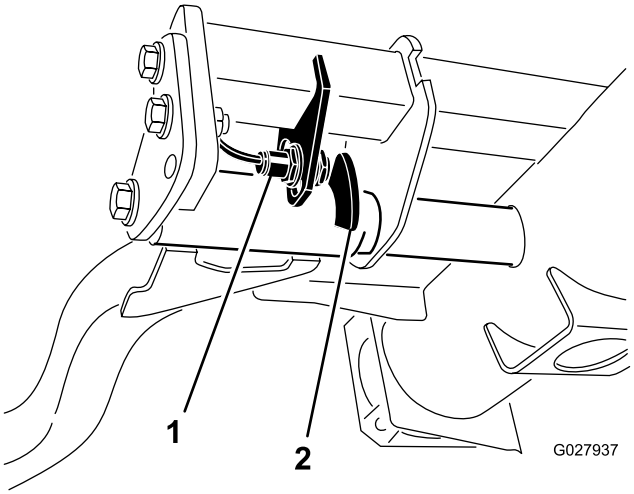

Figur 36
2. Løftearmsbryteren finnes under den hydrauliske tanken bak den fremre, høyre løftearmen (Figur 36).
3. Løsne bryterens festeskruer (Figur 36) og flytt bryteren ned for å heve løftearmens vendehøyde, eller flytt bryteren opp for å senke løftearmens vendehøyde.